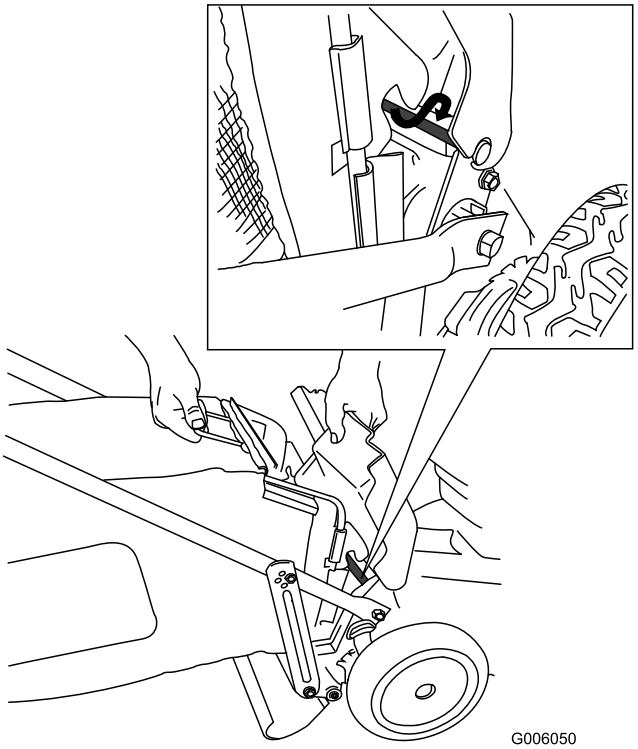

Figur 24
1. Höj och håll upp den bakre luckan (Figur 24).
3. Montera uppsamlaren på luckans stång (se den infällda bilden i Figur 24).